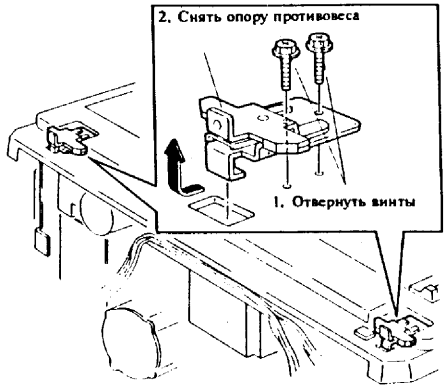

Рис.4. Снятие опоры противовеса
8. Снятие опоры противовеса (рис.4)